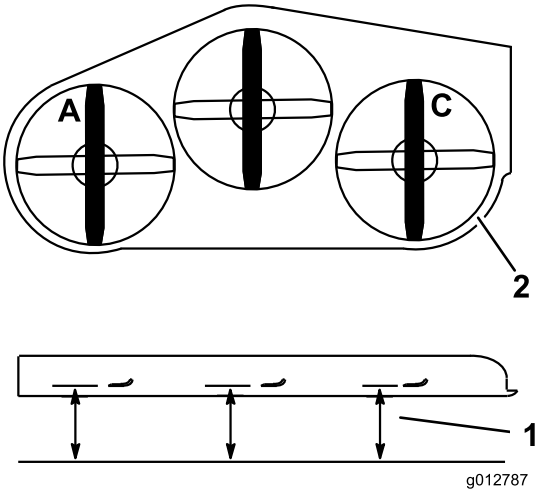

Figur 86
1. Ställ in den vänstra knivens främre–bakre lutning (Figur 86).
2. Mät den vänstra kniven vid punkt **A**, från en plan yta till knivens egg, och skriv upp måttet (Figur 86).
3. Ställ in den högra knivens främre–bakre lutning (Figur 86).
4. Mät den högra kniven vid punkt **C**, från en plan yta till knivens egg, och skriv upp måttet (Figur 86).
2. Ställ in den vänstra knivens främre–bakre lutning (Figur 86).
3. Mät den vänstra kniven vid punkt **A**, från en plan yta till knivens egg, och skriv upp måttet (Figur 86).
4. Ställ in den högra knivens främre–bakre lutning (Figur 86).
5. Mät den högra kniven vid punkt **C**, från en plan yta till knivens egg, och skriv upp måttet (Figur 86).